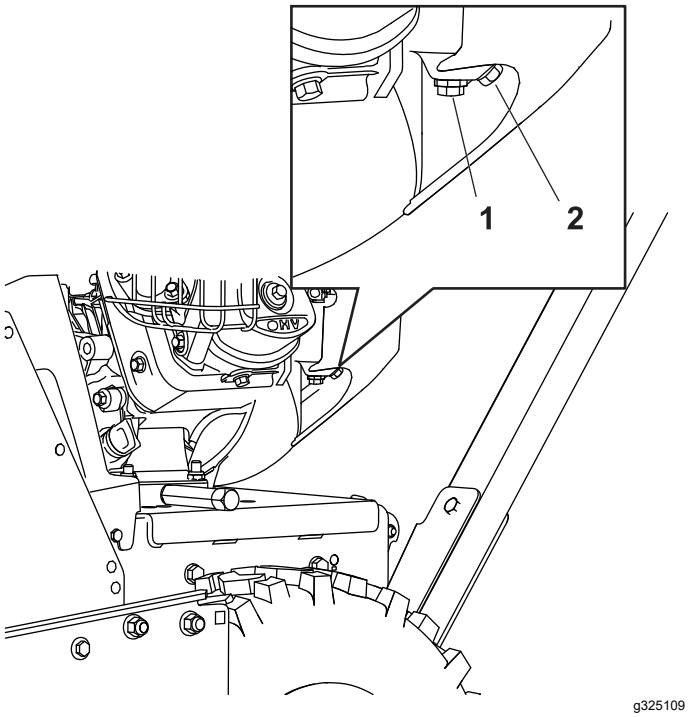

**Figure 31**
1. Localisez le boulon de vidange dans l'orifice latéral de la cuve du carburateur (Figure 31).